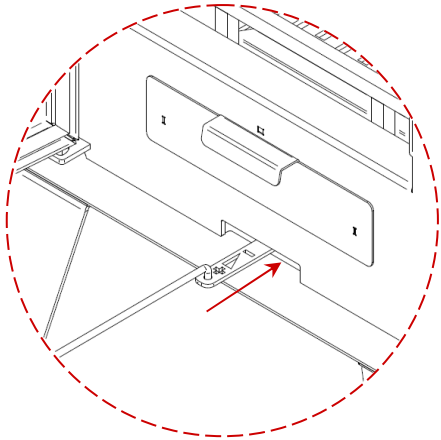

Figura 12 - Regulador de ar na posição de ar primário fechado
- Depois do acendimento, e para uma boa combustão, o regulador deverá estar na marcação (-), como poderá ver na Figura 12.